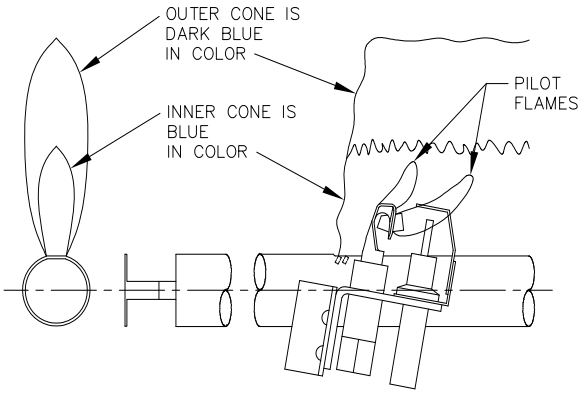

Figure 9.1: Intermittent Pilot and Main Burner Flame
3. Check the pilot and main burner flame. See Figure 9.1. The pilot should provide a steady flame enveloping 3/8″ to 1/2″ (1 cm to 1.2 cm) of the flame sensor. If required, adjust the pilot as stated in the gas valve manufacturer's instructions. The main burner flame inner cone should be approximately 1-1/2″ (4 cm) high and should have a very sharp, blue color characteristic.